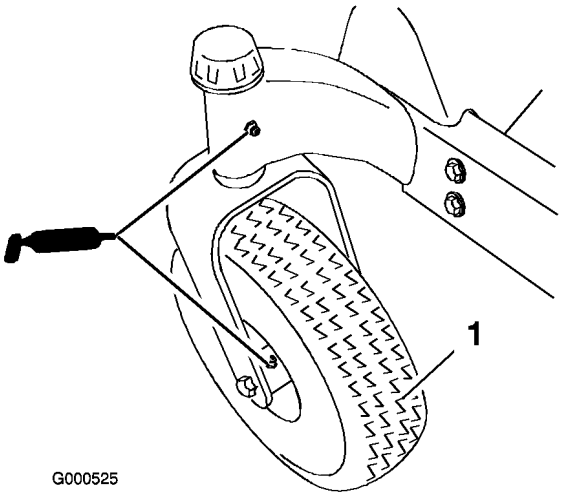
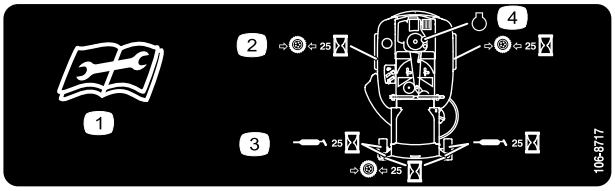

Figure 19
Figure 20
Graissez le pivot des roues pivotantes et les roues (Figure 19).
3. Nettoyez les graisseurs (Figure 19 et Figure 20) à l'aide d'un chiffon. Grattez la peinture qui pourrait se trouver sur les graisseurs.
4. Raccordez une pompe à graisse à chaque graisseur (Figure 19 et Figure 20). Injectez de